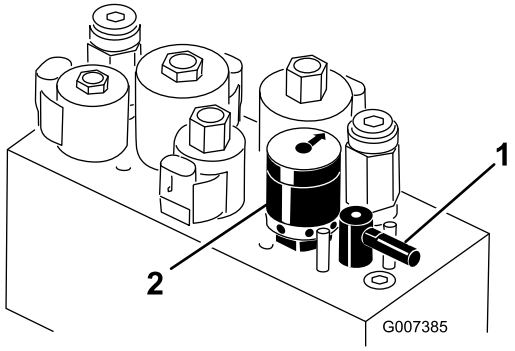

Figur 57
5. Drei slipespaken til stillingen "R" (Figur 57).
6. Drei spolehastighetskontrollen til posisjon 1 (Figur 57).